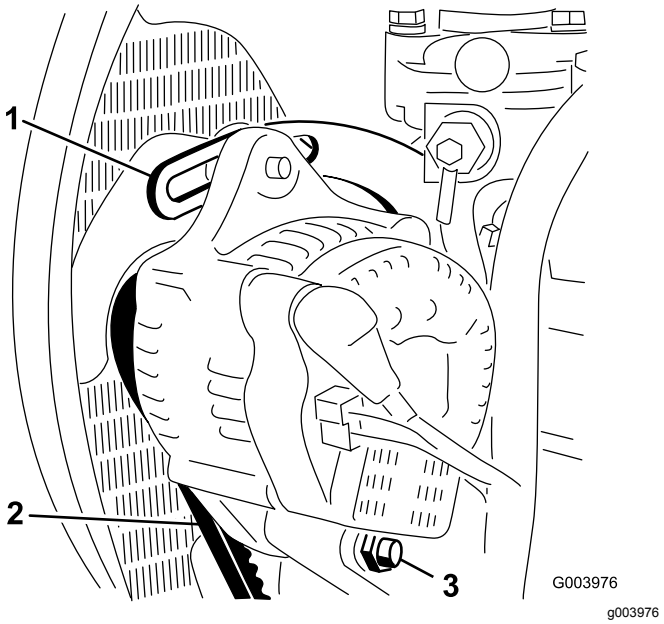

Figur 71
2. Kontroller generatorremmens tilspænding ved at trykke den ned (Figur 71) midt mellem generatoren og krumtapakslen med en belastning på 10 kg.
3. Løsn den bolt, der fastholder afstiveren til motoren (Figur 71), den bolt, der fastholder generatoren til afstiveren, og drejebolten.